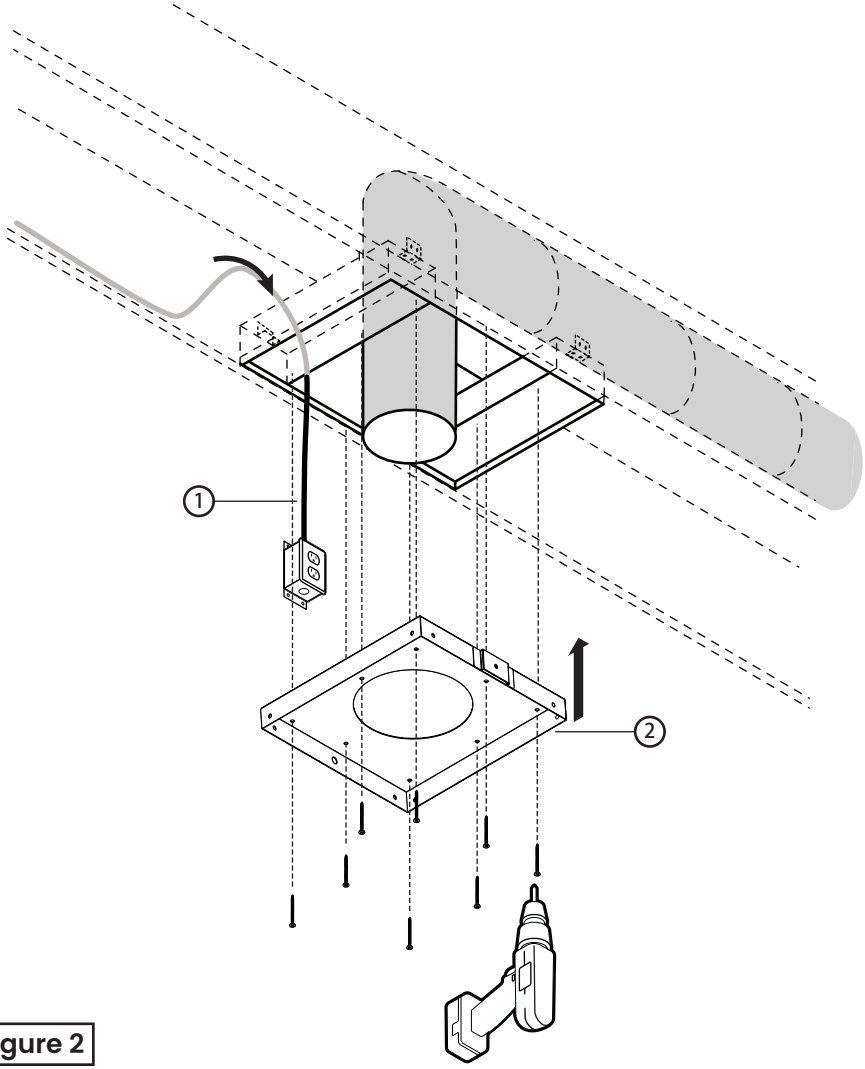

Figure 2
6. Fixez la plaque supérieure du support au plafond avec quatre vis à bois, en vous assurant que les vis sont enfoncées dans le bois au-dessus de la cloison sèche comme indiqué sur la figure 2.